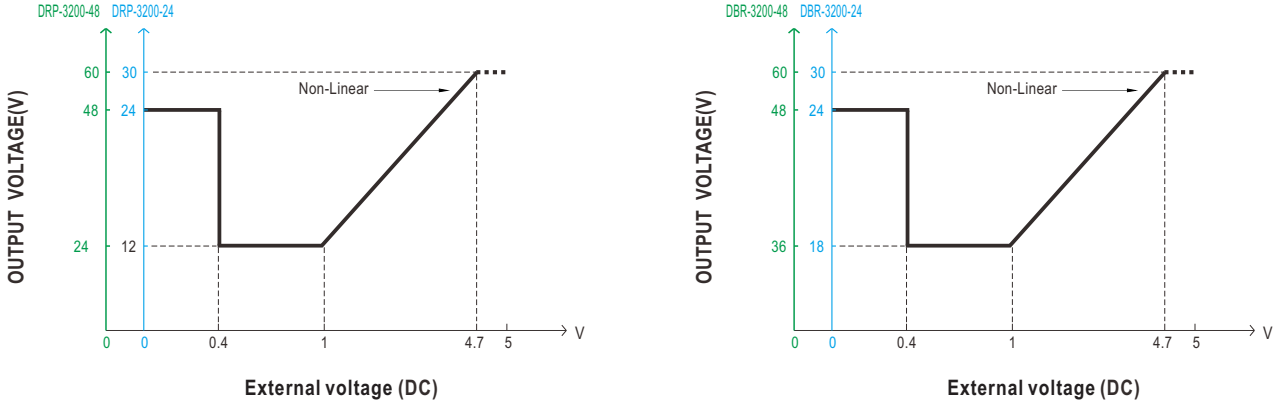

Figure 3-2
(2) Relationship between the output voltage and the external DC source is shown in Figure3-2.
(3) When increase the output to a higher voltage level, please reduce the load current accordingly. Output wattage of each unit should not exceed the rated value under any circumstances.